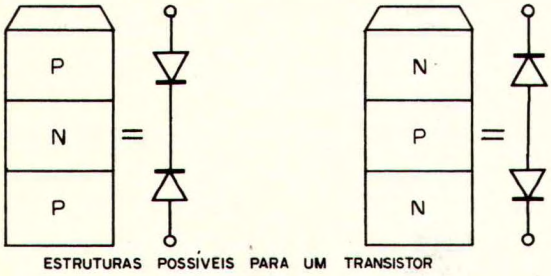

FIGURA 4
Cada um do pedaços de material semicondutor terá em sí um terminal de ligação, correspondendo a um eletrodo o qual recebe uma denominação determinada. Os transistores tanto do tipo PNP como NPN possuem portanto um emissor (E); um coletor (C) e uma base (B). (figura 4)